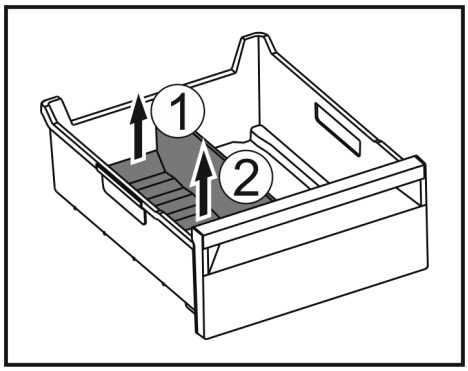

*Fig. 186*
▶ Ridicați partea posterioară a separatorului pentru compartimentul de gheață. *Fig. 186 (1)*
▶ Scoateți separatorul pentru compartimentul de gheață în sus. *Fig. 186 (2)*